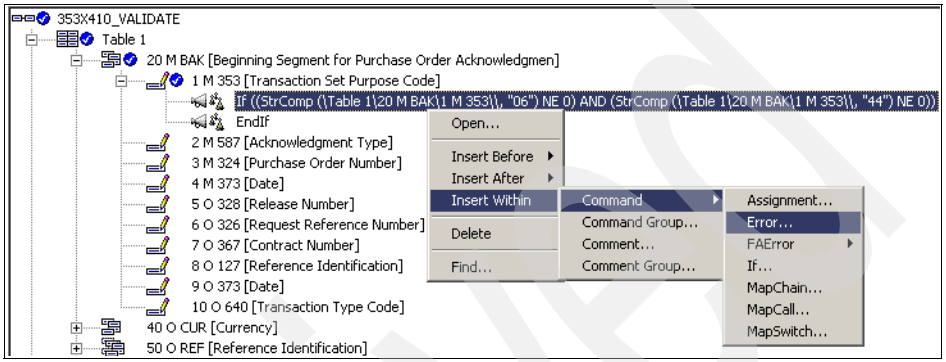

Figure 18-46 Insert error handling
15. To create these mapping commands, right-click the **`If`** command created earlier and select **Insert Within** → **Command** → **Error** as shown in Figure 18-46.